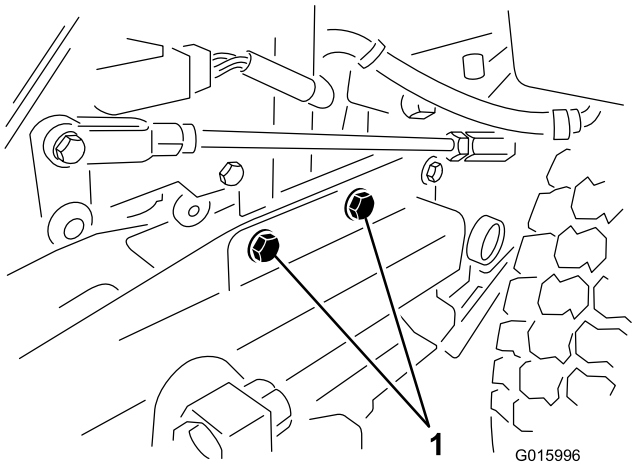

**Figura 4**
1. Localice los dos pernos situados junto al larguero izquierdo y retire los 2 pernos y las 2 tuercas (Figura 4).